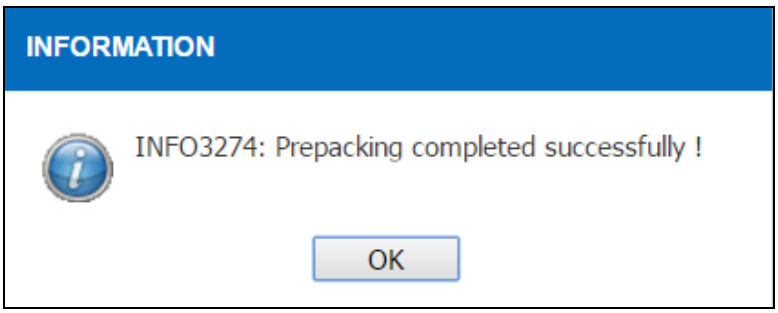

Figure 3.2-13 Information Alert Message
- *Click the* OK *button as per* ***Figure 3.2-13****.*